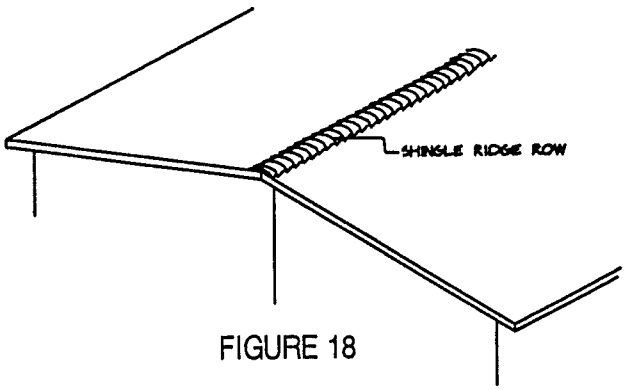

FIGURE 18
26. For finishing asphalt shingled roofs, secure ridge row shingles in place. This should be accomplished by starting from one end and finishing to the opposite end. (See Figure 18)